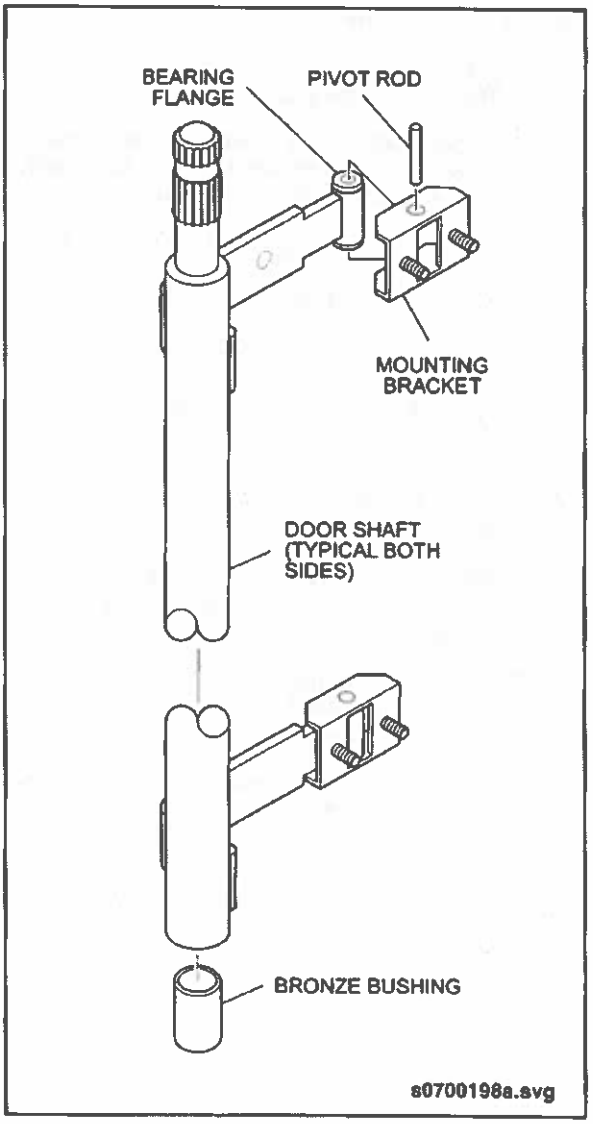

Fig. PM-40: Exit Door Shaft
- ☐ The upper and lower hinged mounting brackets attach the door shaft and arm assembly to the exterior side of the door panel. A lubrication fitting is provided on the hinged mounting bracket to allow lubrication of the flanged bronze bushing from the exterior of the vehicle. See "Fig. PM-40: Exit Door Shaft" on page 81. Check door shaft and arm assemblies for any evidence of bending, twisting, or other physical damage. Repair or replace damaged door shaft and arm assemblies as required.